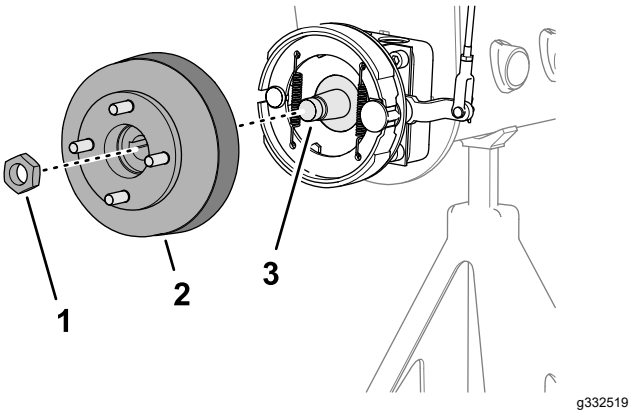
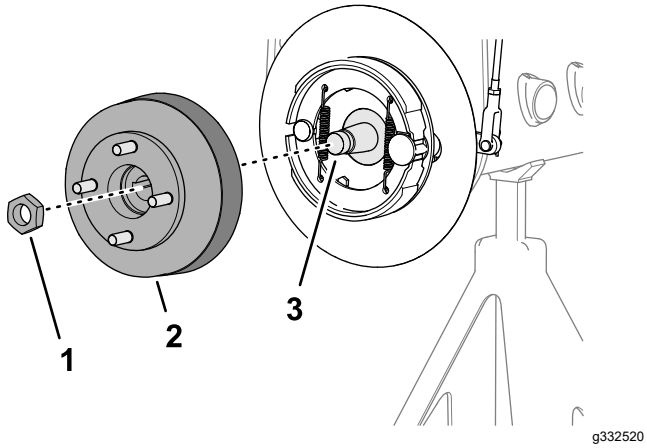

Rysunek 65
Rysunek 66
1. Odkręć nakrętkę zabezpieczającą mocującą piastę do wału silnika koła (Rysunek 65 lub Rysunek 66).
4. Za pomocą wskazanego ściągacza piasty koła zdemontuj piastę koła i bęben hamulcowy z wału silnika koła (Rysunek 65 lub Rysunek 66).